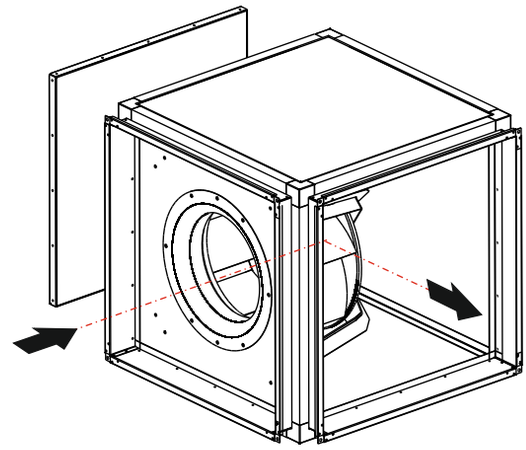

Рис. 2 - Исполнение 2
-выхлоп вправо (исполнение 2 - рис. 2);